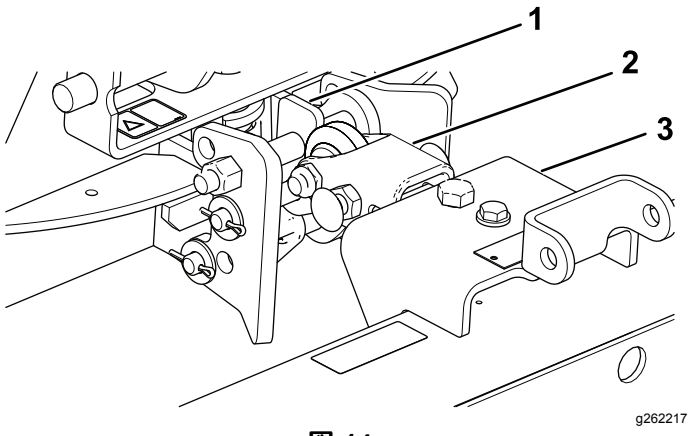

図 14
1. ヒッチアセンブリを、平らな側が上になるようにして取り付ける図 14。
2. 牽引バーをハンガーアセンブリの下側に組み付ける図 14。